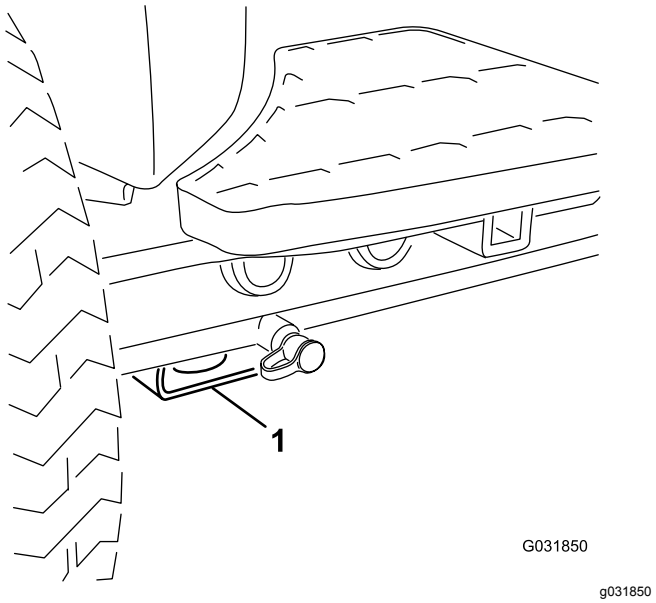

Figur 71
- Fram – fyrkantigt belägg under axelröret inuti båda framdäcken (Figur 71).